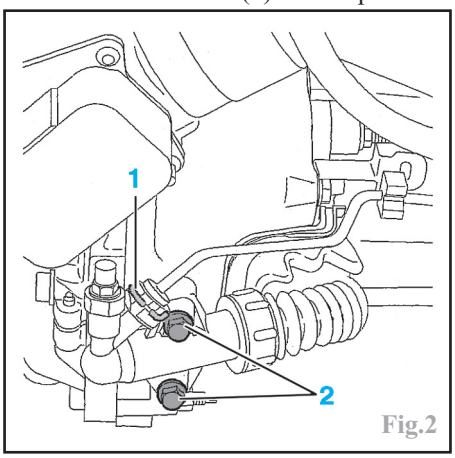

Fig.2
Déposer l'agrafe de retenue (1) du tuyau sur le cylindre récepteur (Fig.2).